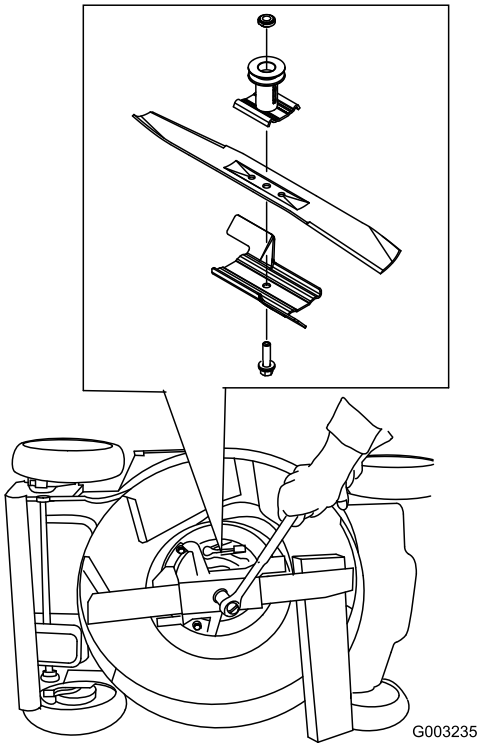

Figuur 42
3. Gebruik een blok hout om het mes stil te houden (Figuur 42).